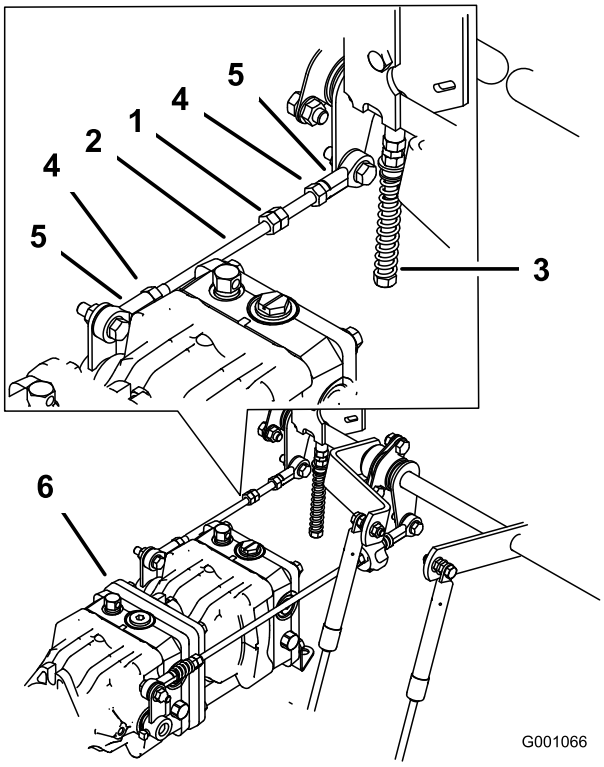

Figur 66
1. Løsn låsemøtrikkerne ved kugleleddene på pumpestyrestangen (Figur 66).
3. Juster pumpestangens længde ved at dreje dobbeltmøtrikkerne på pumpestangen i den relevante retning, indtil hjulet står stille eller kryber en smule i bakgear (Figur 66).
6. Stram låsemøtrikkerne ved kugleleddene (Figur 66).